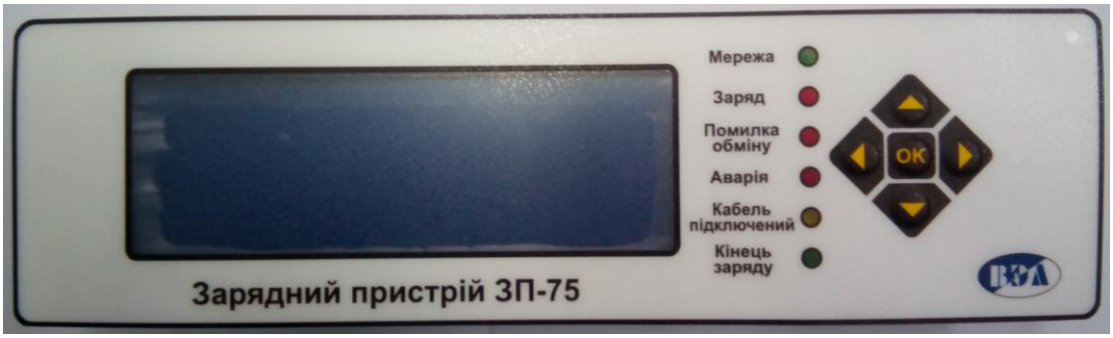

Рис.2 Панель управления и индикации зарядного устройства
5.4 Расположение органов управления и индикации зарядного устройства показано на рис. 2.
5.5 Для удобства контроля режимов работы зарядного устройства при запуске и эксплуатации предусмотрена светодиодная индикация режимов работы, рис.2.